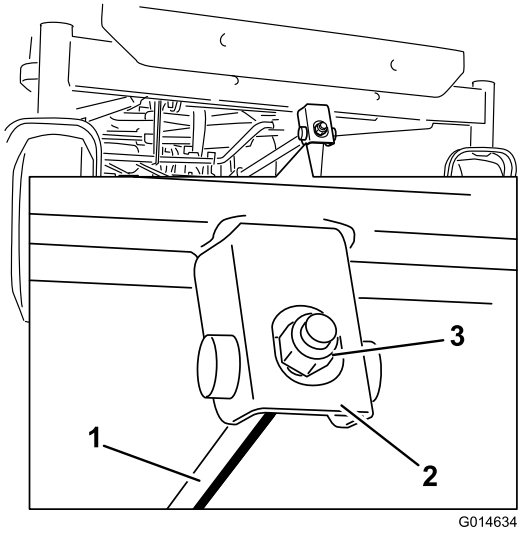

**Figur 66**
6. Rotere justeringsmutteren foran på gressklipperen (Figur 66) for å justere knivens helling på langs.